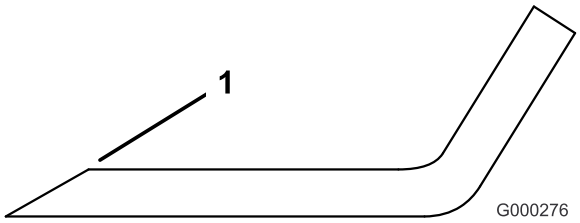

Figur 67
1. Slip eggen i begge ender av kniven (Figur 67). Oppretthold den originale vinkelen. Kniven opprettholder balansen hvis like mye materiale fjernes fra begge kniveggene.